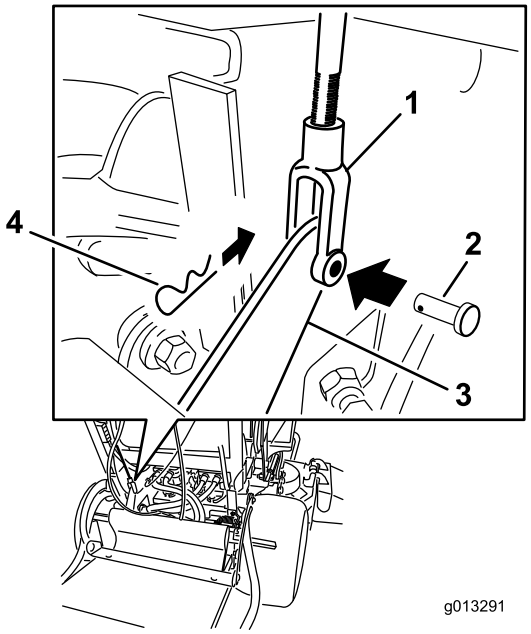

**Figur 62**
4. For at justere bremsen skal du fjerne låseclipsen og gaffelbolten fra det nedre bremsehåndtag og gaffel (Figur 62).
7. Fastgør gaflen til det nedre bremsehåndtag med gaffelbolten og låseclipsen (Figur 62).